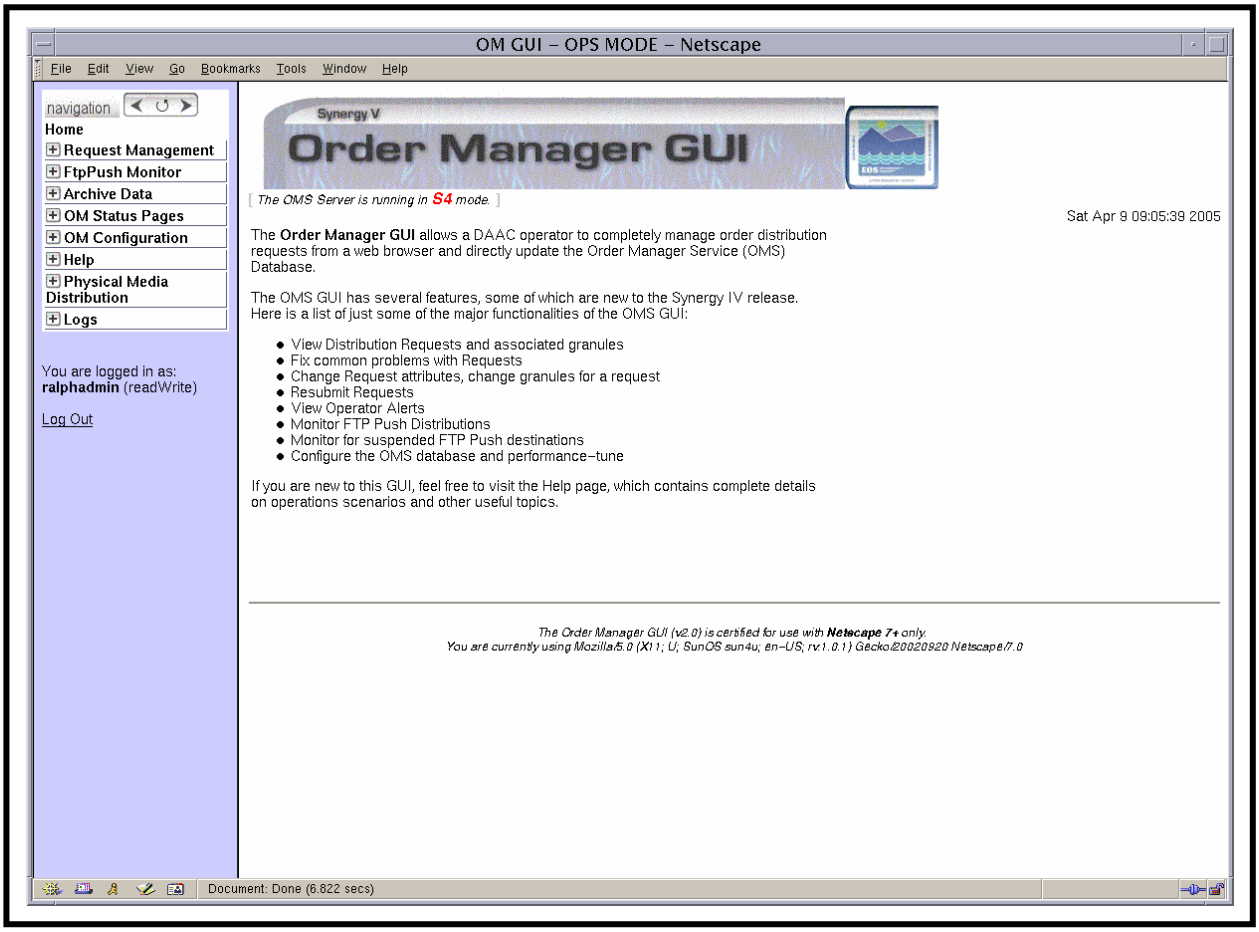

Figure 19. Order Manager Page ["Home" Page]
- The **Order Manager Page** [“**Home” Page**] (Figure 19) is displayed.